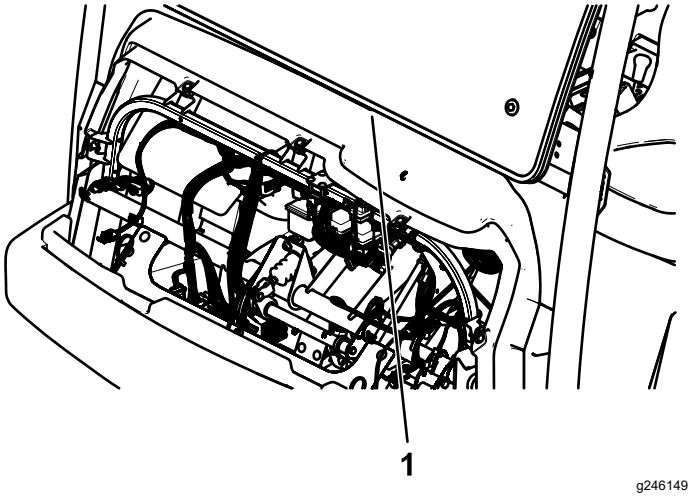

Figur 38
4. Minska avståndet mellan instrumentbrädan och hytten genom att justera skallskruven (½ x 4 tum) tills stopplattan trycks uppåt på instrumentbrädan (Figur 38).